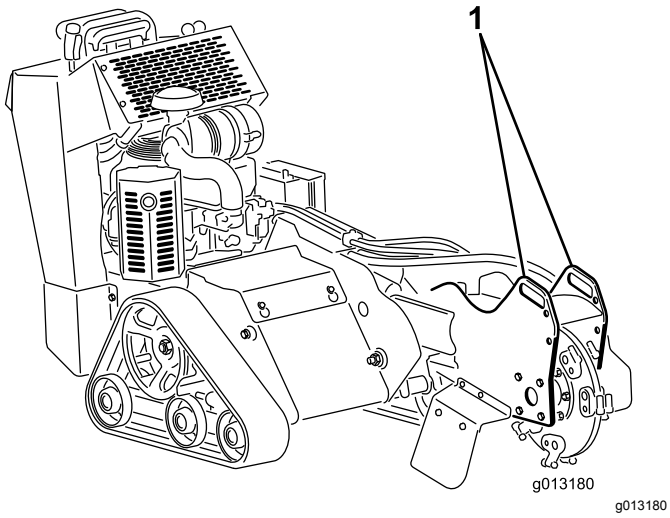
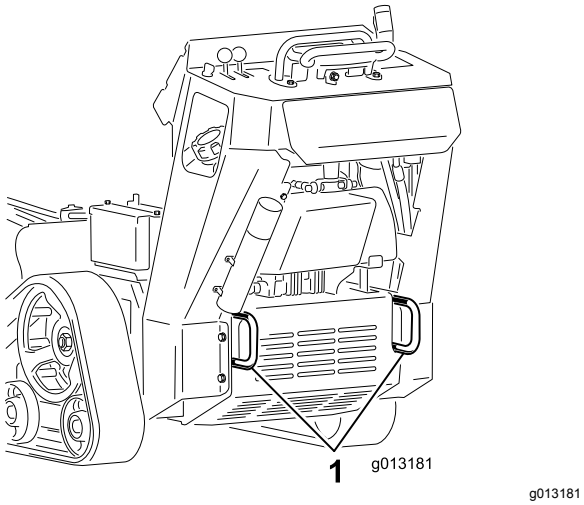

Figur 19
Figur 20
3. Fäst maskinen på släpet med kedjor eller band. Använd fäst-/lyftöglorna på maskinens fram- och baksida (Figur 19 och Figur 20). Kontrollera vilka lokala bestämmelser som gäller för transport på släp.
Du kan lyfta maskinen genom att använda fäst-/lyftöglorna som lyftpunkter (Figur 19 och Figur 20).